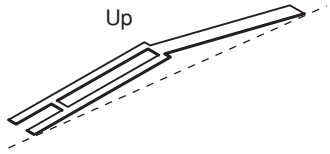

Fig.24
* ***Be careful of the direction of the spring. It should be installed with its projecting end facing upward. (Fig.24)***